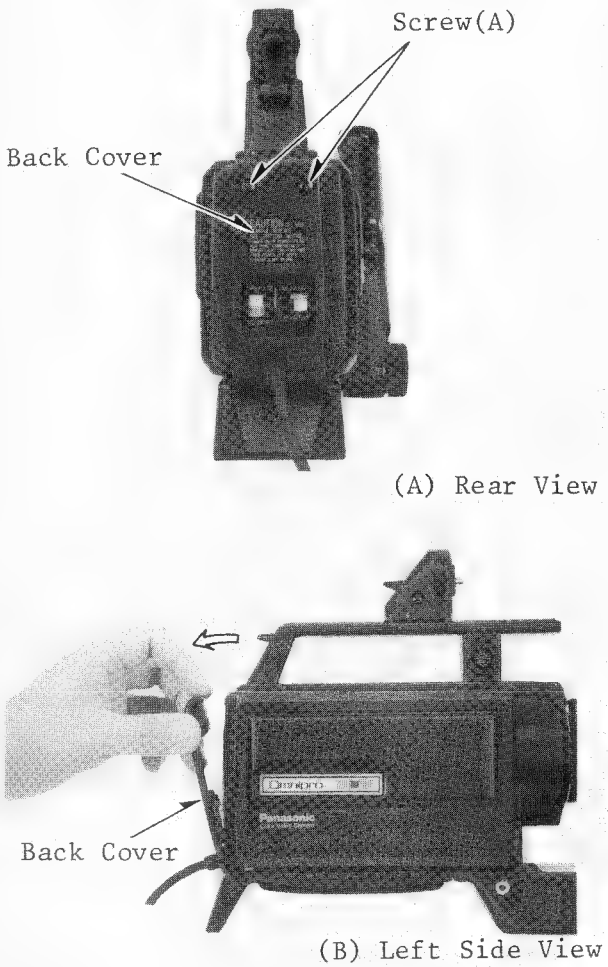

Fig. 2
Unscrew 2 screws (A) and remove the back cover (see Fig. 2).